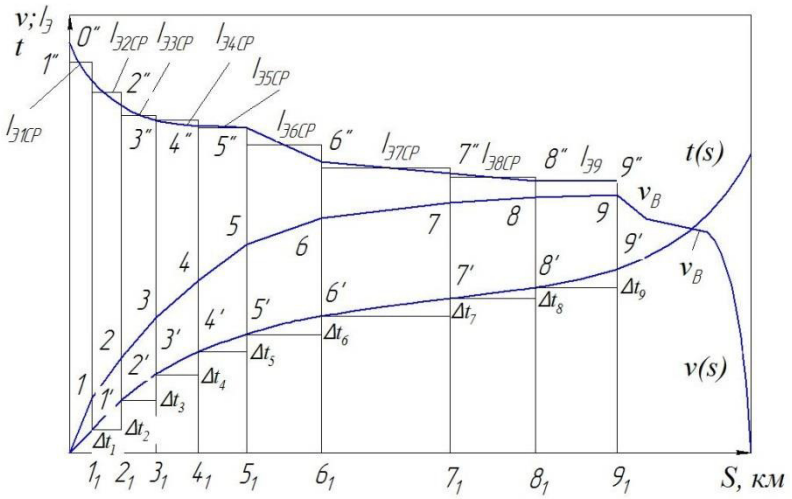

Рис. 1. Определение средних токов и времени для расчета расхода электроэнергии
1. Определить расход электрической энергии на тягу поезда на основании кривых $I_э(s)$ и $t(s)$ (см. рисунок 1) при напряжении на токоприемнике 3000 В.